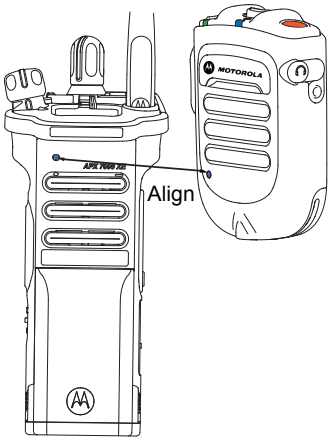

Figure 2.10: Pairing your WRSM
2. Place the blue dot (secure pairing spot) on the WRSM within one inch of the blue dot (secure pairing spot) on the radio. Refer to Figure 2.10.